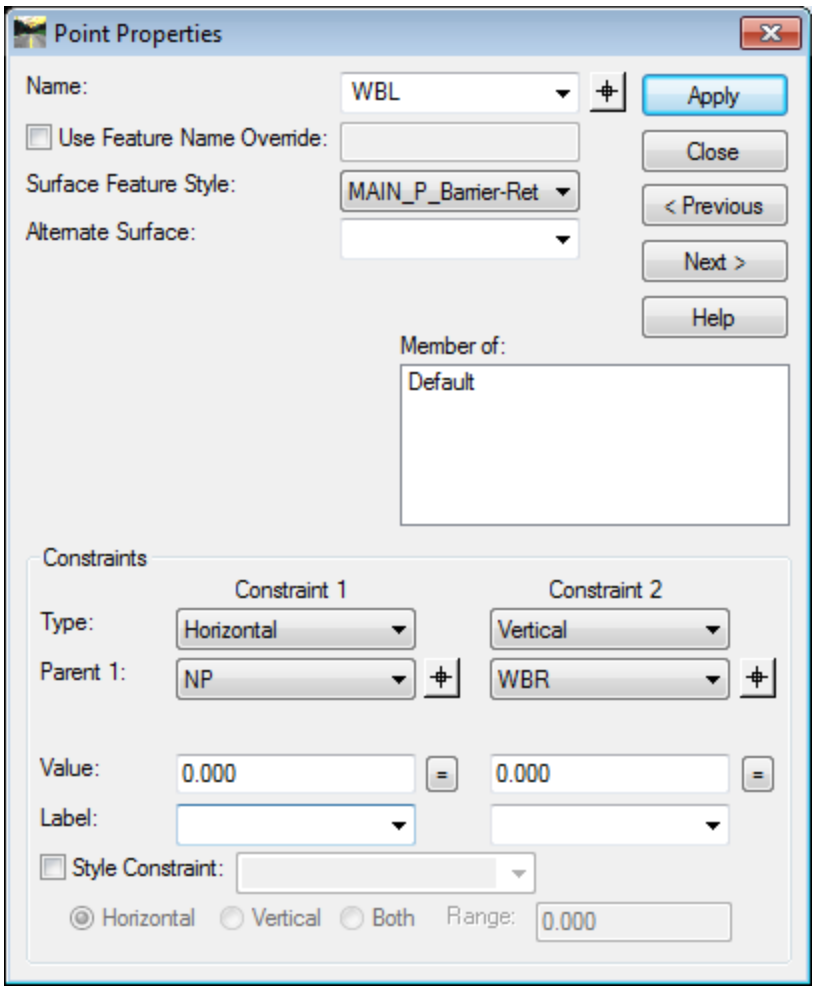

Figure L7-44 Point Properties
54.	**Edit the Remaining Unnamed Point.** • Double click on the **Unnamed** Point. • In the **Point Properties** dialog that opens, match the entries shown in *Figure L7-44*. • Click **Apply** & **Close**. • Ensure the Point was renamed **WBL** (Wall Bottom Left).